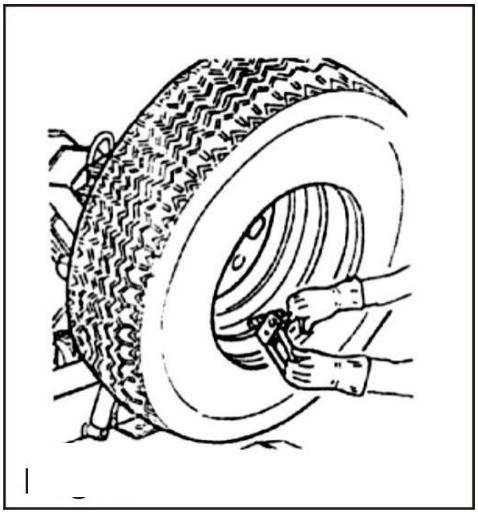

Рис.14
11. Установите монтажную струбцину на внутренней стороне диска и вращайте колесо до тех пор пока фиксатор не будет находиться в верхнем положении (рис. 14).